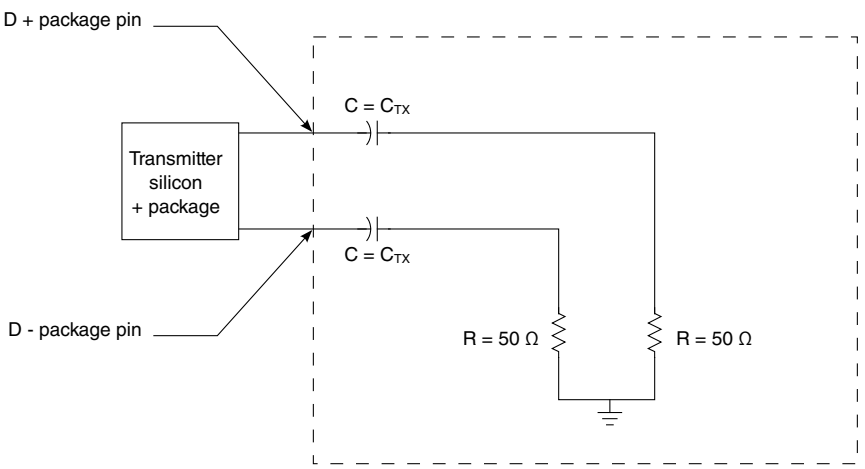

Figure 87. Test and measurement load
1. Specified at the measurement point into a timing and voltage test load as shown in Figure 87 and measured over any 250 consecutive transmitter UIs.
1. Specified at the measurement point and measured over any 250 consecutive UIs. The test load in Figure 87 must be used as the receiver device when taking measurements. If the clocks to the receiver and transmitter are not derived from the same reference clock, the transmitter UI recovered from 3500 consecutive UI must be used as a reference for the eye diagram.